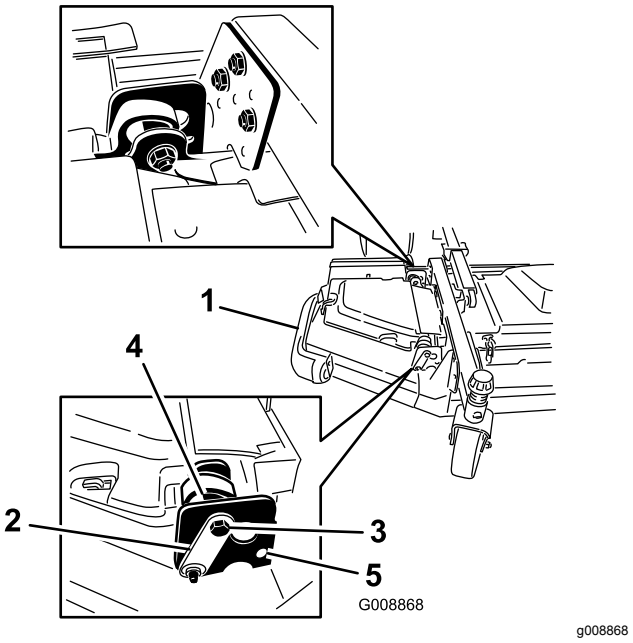

**Figur 4**
4. Monter de forreste og bageste stopbolte gennem de øverste monteringshuller og excenterenheder (Figur 4).